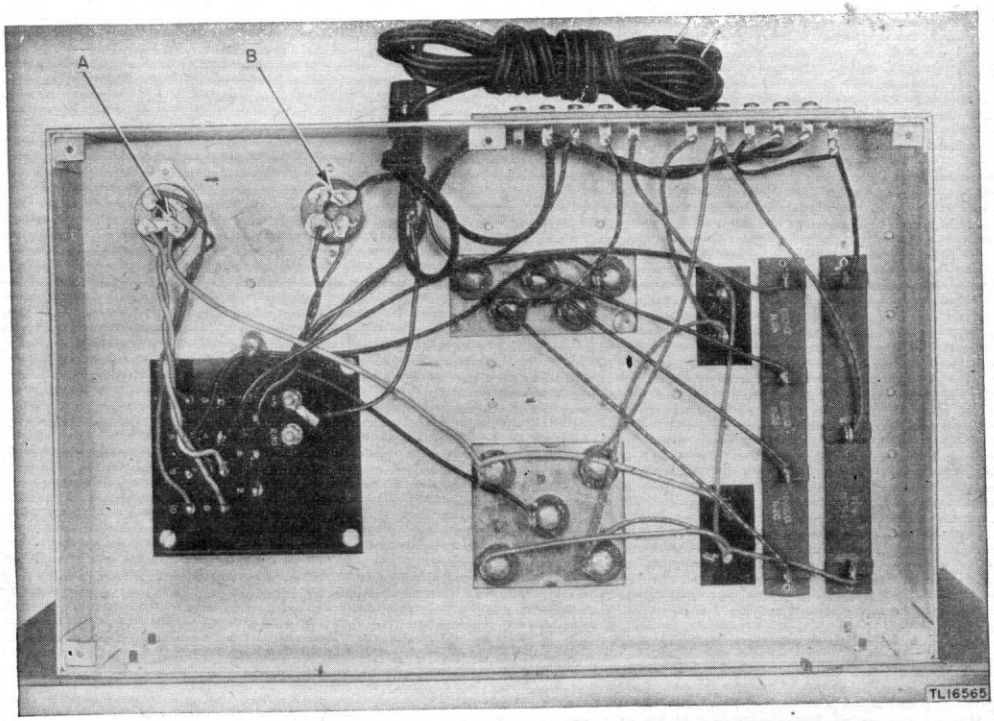

Figure 22. Power Supply Unit RA-94-A, bottom view of chassis, showing masking.
55. Power Supply Units RA-74-(*), RA-84-(*), and RA-94-A (figs. 22 and 23)
b. Disassembly. (1) Remove the two screws holding the terminal strip cover to the chassis, and remove the cover.
(1) Contacts of tube sockets (A and B, fig. 22).